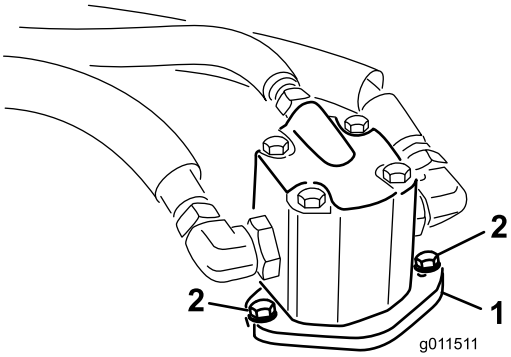

図 70
4. 油圧モータを刈り込みデッキに固定しているボルトを外す図 70。